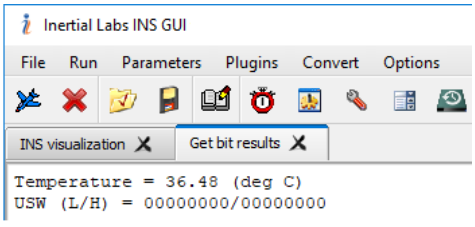

**Fig. 5.12.**
- **Get BIT** – opens tab with the INS unit Built-in-Test (BIT) status (temperature and the USW; see Appendix D. The Unit Status Word Definition) (see Fig. 5.12).